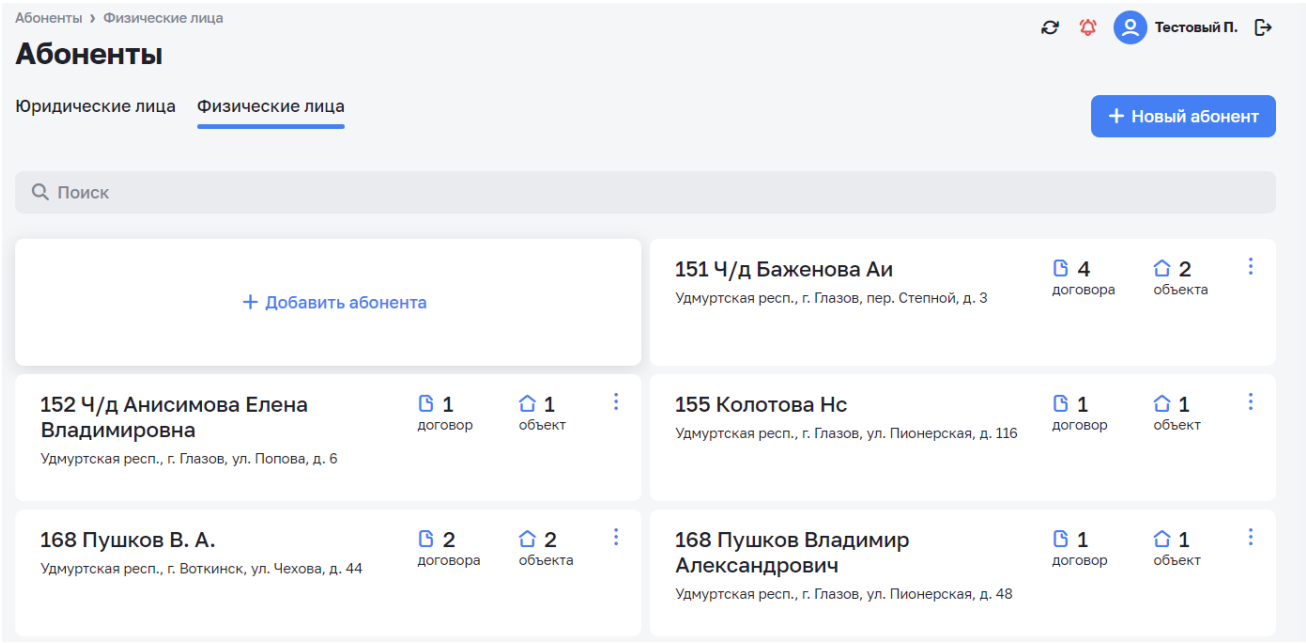

Рисунок 52 – Окно абонентов – физических лиц
– физическими лицами (см. Рисунок 52);